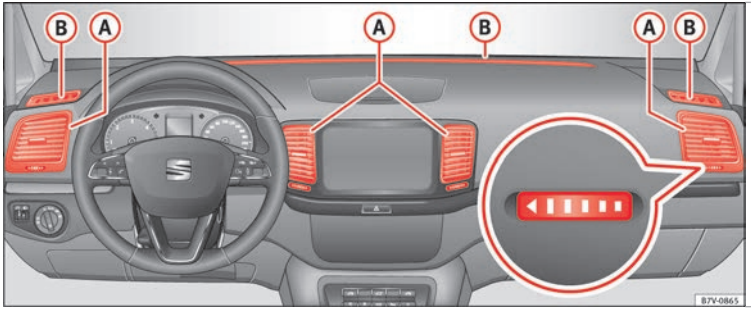

Fig. 195 Air vents in the dash panel
Never close the air vents ››› **Fig. 195** (A) completely to ensure heating, cooling and ventilation inside the vehicle.